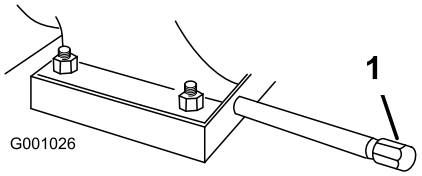

Figur 40
1. Rengør området omkring olieaftapningsdækslet (Figur 40).